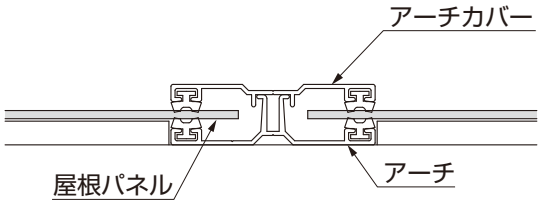

図5-5
- ●アーチとアーチカバーがかみ合っていることを確認してください。（図5-5参照）